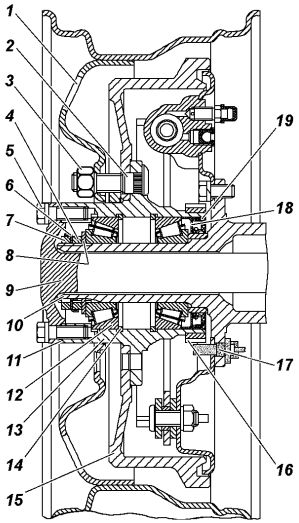

Fig. 9.25. Cubo de la rueda trasera:
2. Desmonte el semieje 9 (ver fig. 9.25) del puente trasero o la brida del cubo del puente delantero.